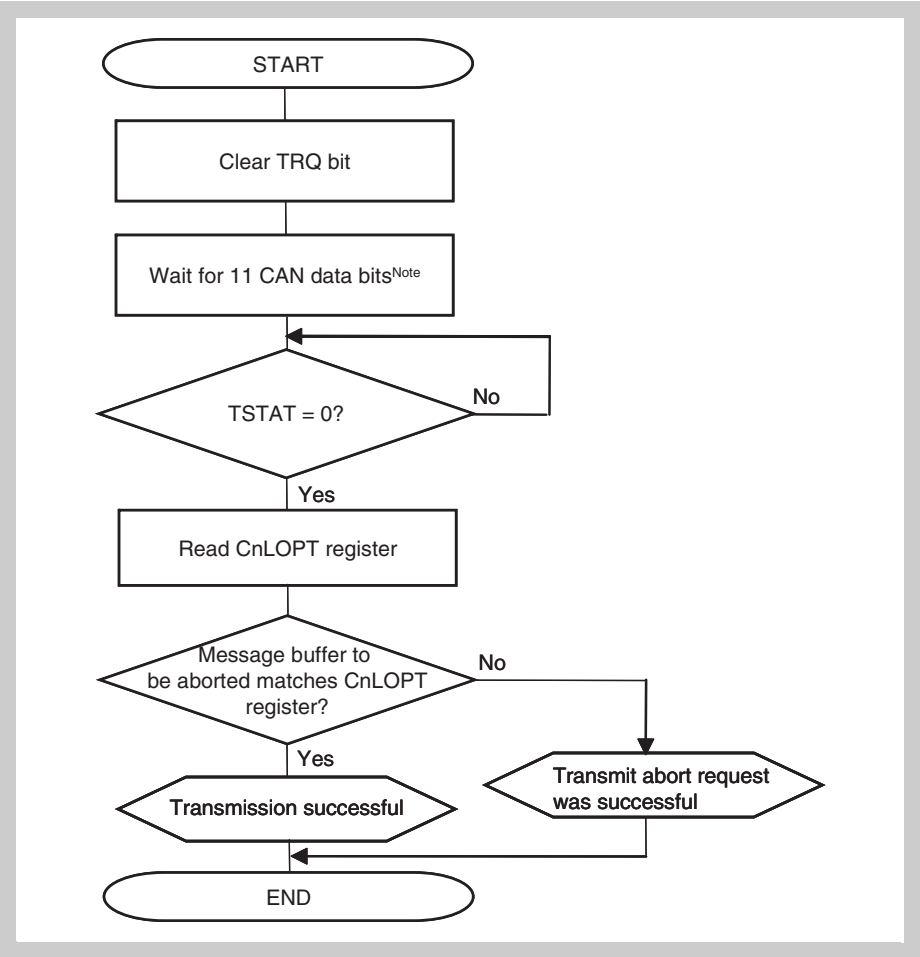
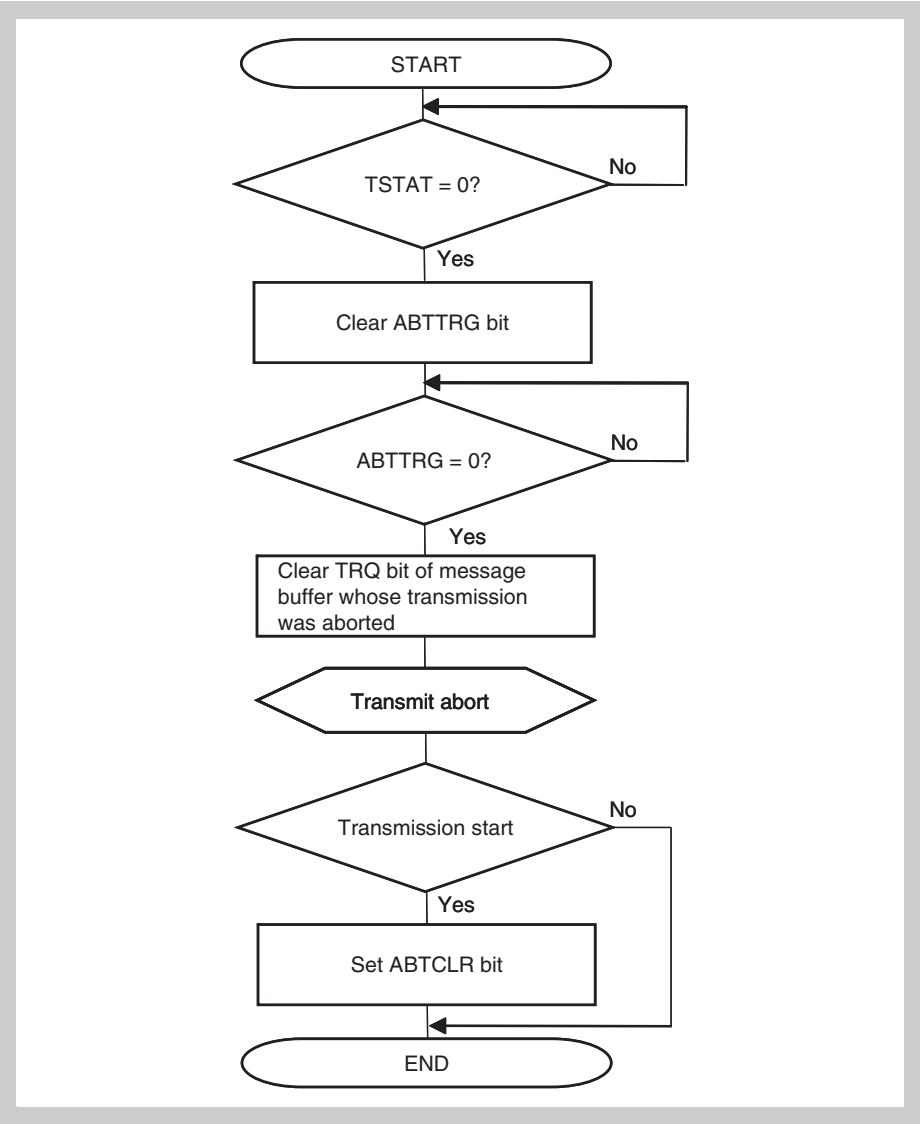
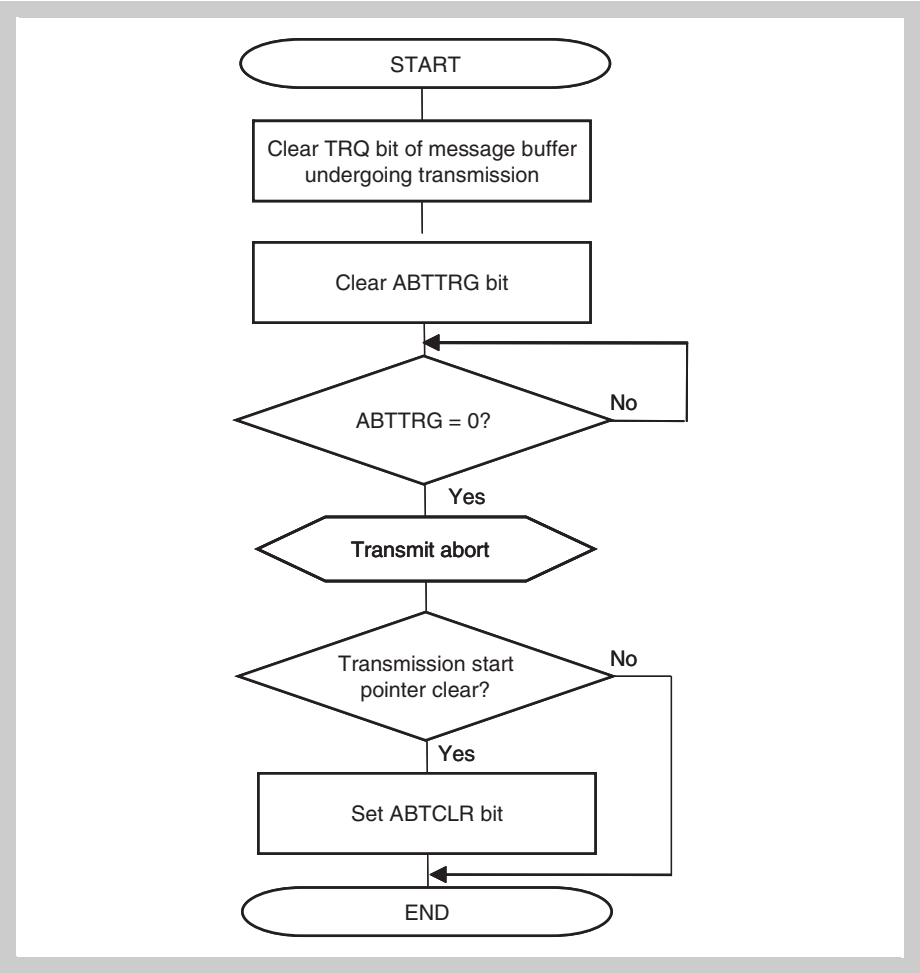

Figure 18-45 Transmission abort processing (except normal operation mode with ABT)
Figure 18-47 Transmission abort processing (normal operation mode with ABT)
Figure 18-48 ABT transmission request abort processing (normal operation mode with ABT)
Figure 18-47 shows the processing to skip resumption of transmitting a message that was stopped when transmission of an ABT message buffer was aborted.
2. Make a CAN sleep mode/CAN stop mode transition request after the ABTTRG bit is cleared (after ABT mode is aborted) following the procedure shown in *Figure 18-47* or *Figure 18-48*. When clearing a transmission request in an area other than the ABT area, follow the procedure shown in *Figure 18-45 on page 637*.
Figure 18-48 shows the processing to not skip resumption of transmitting a message that was stopped when transmission of an ABT message buffer was aborted.
2. Make a CAN sleep mode/CAN stop mode request after the ABTTRG bit is cleared (after ABT mode is stopped) following the procedure shown in *Figure 18-47* or *Figure 18-48*. When clearing a transmission request in an area other than the ABT area, follow the procedure shown in *Figure 18-45 on page 637*.
Caution To abort transmission before making a request for the CAN sleep mode, perform processing according to *Figure 18-45 on page 637* and *Figure 18-47 on page 639*.